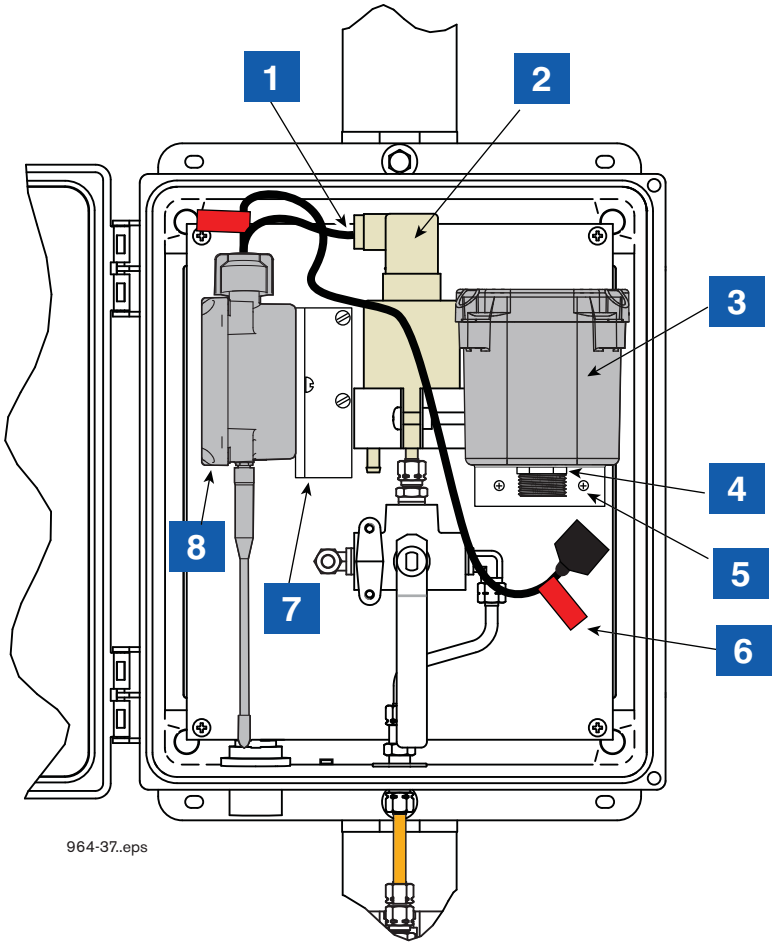

**Figure 16. Example VRPS Transmitter/battery Pack Installation In The Universal Enclosure**
5. Get the thin hex nut from the kit and screw it onto the battery housing cable connector threaded fitting until snug (see item 4 in Figure 16).
6. Attach the battery housing/bracket assembly to the back mounting surface of the Universal Enclosure using two #10 taptite screws from the kit (see item 5 in Figure 16).
| LEGEND FOR NUMBERED BOXES IN Figure 16 | |